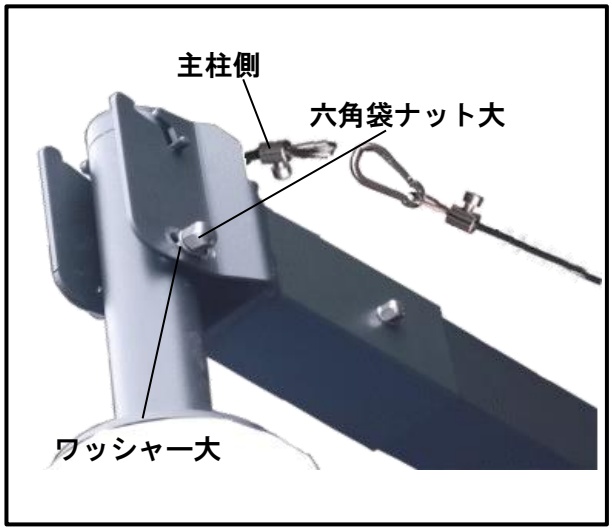

図.8
② パラソル本体（A）を水平アーム（E）の先端に差し込みます。その際に、ワイヤーの留め具が主柱側にくるように注意して下さい。
③ 水平アーム先端部とパラソルのポール部分の穴を合わせ、寸切ボルト大（f）を差し込み、両端よりワッシャー大（b）を入れ、六角袋ナット大（g）をスパナで締めます。（図.8）